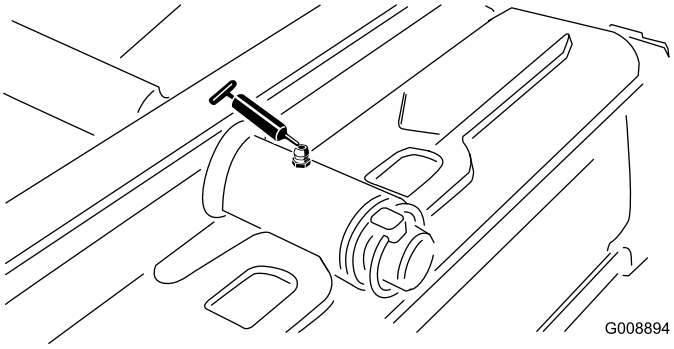

Figur 50
- Bakre klippenhetstapp (Figur 50)